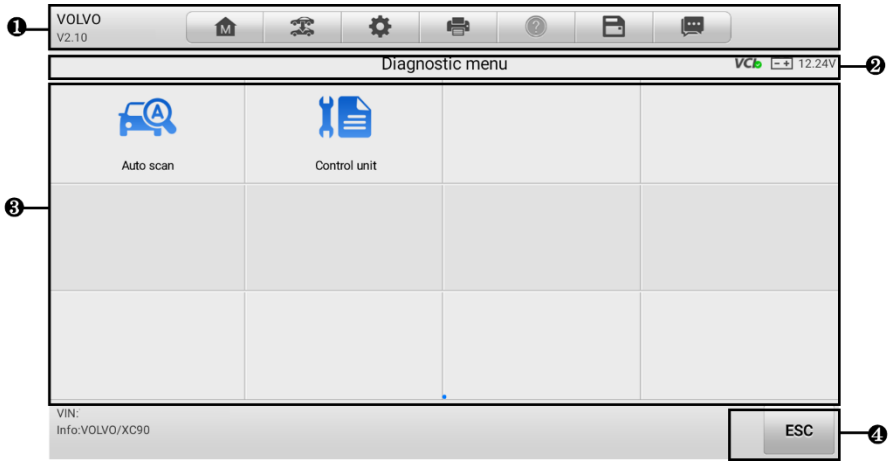

Figure 4-4 *Diagnostic Menu Screen*
3. Select **Auto Detect**. The tablet starts VIN scanning on the vehicle's ECU. Once the test vehicle is successfully identified, the system will guide you to the vehicle Diagnostics Menu screen. See *Figure 4-4 Diagnostic Menu Screen.*